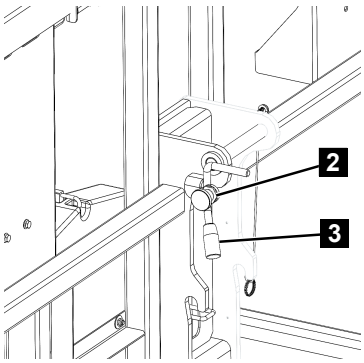

Fig. 125
3. Insert the locking bolt (Fig.125/3).
4. Turn the locking bolt 90° and lock the latch (Fig.125/2) by pressing it.